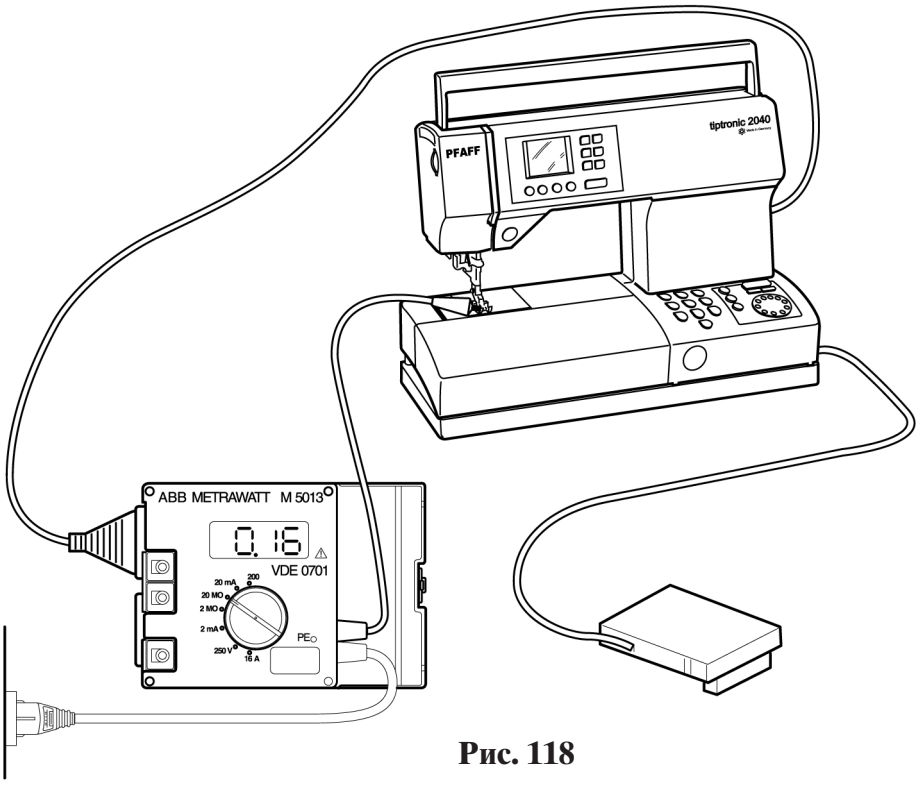

Рис. 118
- Переключатель диапазонов ”становите на “20 mA” (рис. 118).